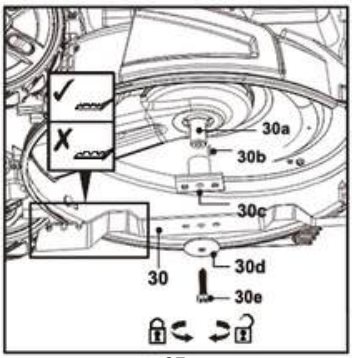

rys. 27
1. Utrzymuj podwozie i urządzenie tnące (30) w czystości i wolne od zanieczyszczeń. Usuń ścinki trawy z tylnej rynny wyrzutowej (29).
2. Regularnie sprawdzaj wszystkie nakrętki i śruby pod kątem dokręcenia przed pracą. Po dłuższym użytkowaniu, zwłaszcza w piaszczystych warunkach, urządzenie tnące (30) może się zużywać i tracić swój pierwotny kształt. Zmniejsza to efektywność cięcia — w takim przypadku należy wymienić urządzenie tnące.
3. Utrzymuj urządzenie tnące (30) ostre, aby zapewnić dobrą jakość cięcia. Zużyte lub uszkodzone urządzenie tnące wymień na nowe tego samego typu lub zleć jego naostrzenie wykwalifikowanemu specjaliście.
4. Jeśli podniesienie urządzenia nie jest możliwe, przechyl je na prawą stronę, aby korek zbiornika paliwa (9) był skierowany do góry. Zapobiega to wyciekom paliwa i ułatwia ponowne uruchomienie silnika, zmniejszając ryzyko zalania gaźnika (14).
5. Odkręć śrubę sześciokątną (30e) przeciwnie do ruchu wskazówek zegara za pomocą odpowiedniego klucza (17 mm) i zdejmij ją wraz z podkładką (30d), urządzeniem tnącym (30), uchwytem noża (30c) i bolcem (30b) z trzpienia (30a) (rys. 27).
7. Zamień urządzenie tnące (30) na nowe tego samego typu. Sprawdź stan kołnierza uchwytu noża (30c), a następnie zamocuj urządzenie tnące (30) prawidłowo i przykręć zestaw za pomocą podkładki (30d) oraz śruby sześciokątnej (30e). Dokręć śrubę momentem 40–45 Nm, aby zapewnić bezpieczną pracę urządzenia tnącego.